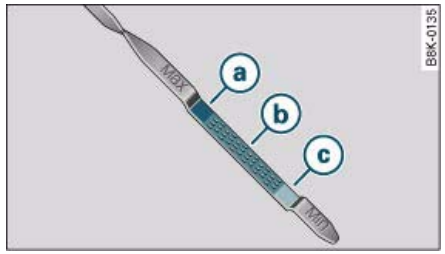
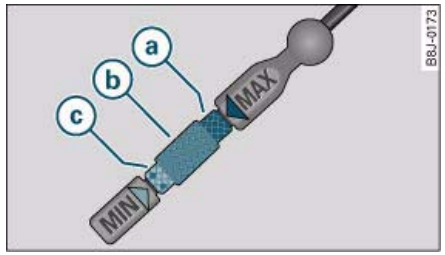

Fig. 253 Variant 1: Markings on oil dipstick
Fig. 254 Variant 2: Markings on oil dipstick
– Then pull the dipstick out again and check the oil level ⇒ fig. 253 or ⇒ fig. 254. If the oil level is too low, add more engine oil ⇒ *page 259*.
- The oil level must never be above area (a) ⇒ *page 258,* fig. 254, as this may result in damage to the catalytic converter or to the engine. On vehicles without an oil dipstick, you can check the oil level via the sound system or MMI*. Contact a qualified workshop to extract the engine oil if necessary.